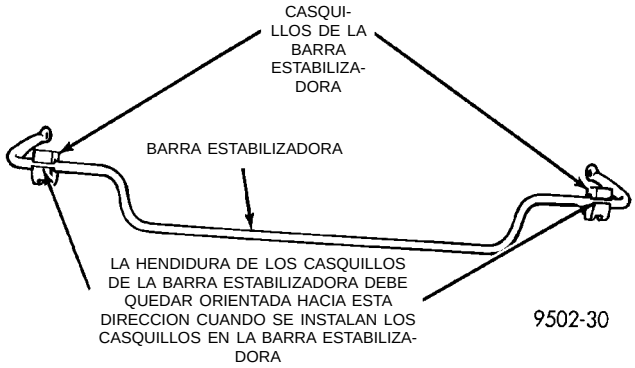

Fig. 35 Instalación correcta de los casquillos de la barra estabilizadora
(1) Si en el momento de la inspección se determina la necesidad de reemplazar los casquillos de la barra estabilizadora al larguero de bastidor, instale los casquillos nuevos antes de instalar la barra estabilizadora. Para reemplazar los casquillos, abra la hendidura de los mismos y extráigalos de la barra estabilizadora. Para instalar los casquillos nuevos, ábralos por la hendidura y colóquelos a presión en la barra estabilizadora. **Los casquillos deben instalarse en la barra estabilizadora de modo que la hendidura de los mismos quede orientada hacia la parte trasera del vehículo cuando la barra estabilizadora está instalada en el mismo (Fig. 35).**